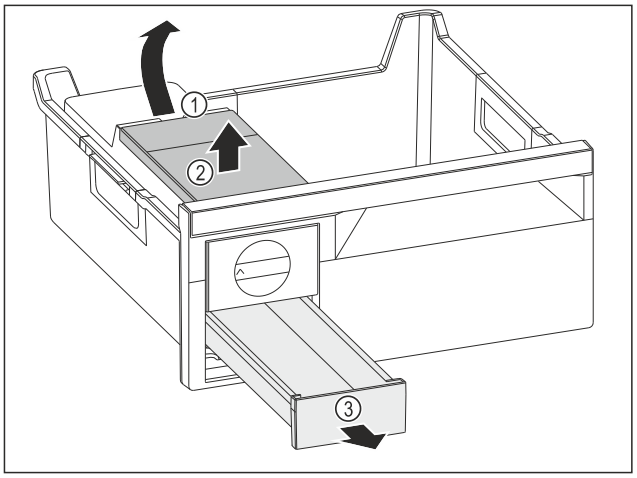

Fig. 162
▶ Removing the water tank: Lift the water tank at the recess *Fig. 162 (1)*.
▶ Remove the water tank *Fig. 162 (2)* upwards.
▶ Remove the ice cube tray *Fig. 162 (3)* from the front.